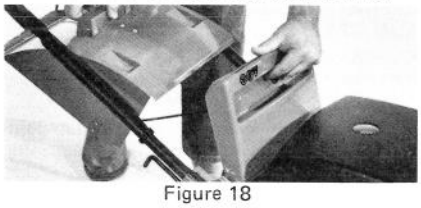

Figure 18
2. Raise the rear door fully open (Fig. 18).